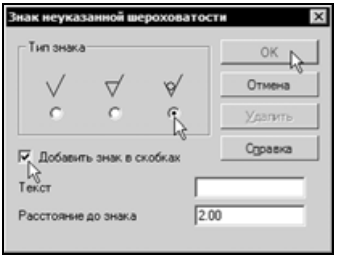

Рис. 3.69
- В диалоговом окне **Знак неуказанной шероховатости** включите кнопку **Без удаления слоя материала** в группе **Тип знака** и установите флажок **Добавить знак в скобках**. Щелчком на кнопке **OK** закройте окно (рис. 3.69).